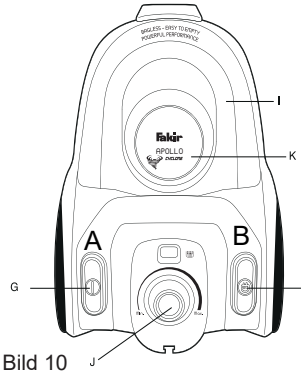

Bild 10
3. Drücken Sie die Fußtaste für den Kabeleinzug **(B)**, um das Kabel einzuziehen. Führen Sie das Kabel dabei mit der Hand, bis das Kabel vollständig eingezogen ist. (Bild 10)